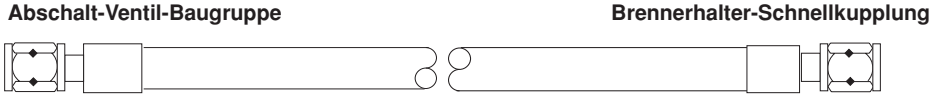

Abbildung 3-28 Plasmagas-Schlauchpaket, Linksgewinde, Gasschlauch- Anschlußstück Größe “A”
⑰ **Plasmagasschlauch (Abb. 3-28)**